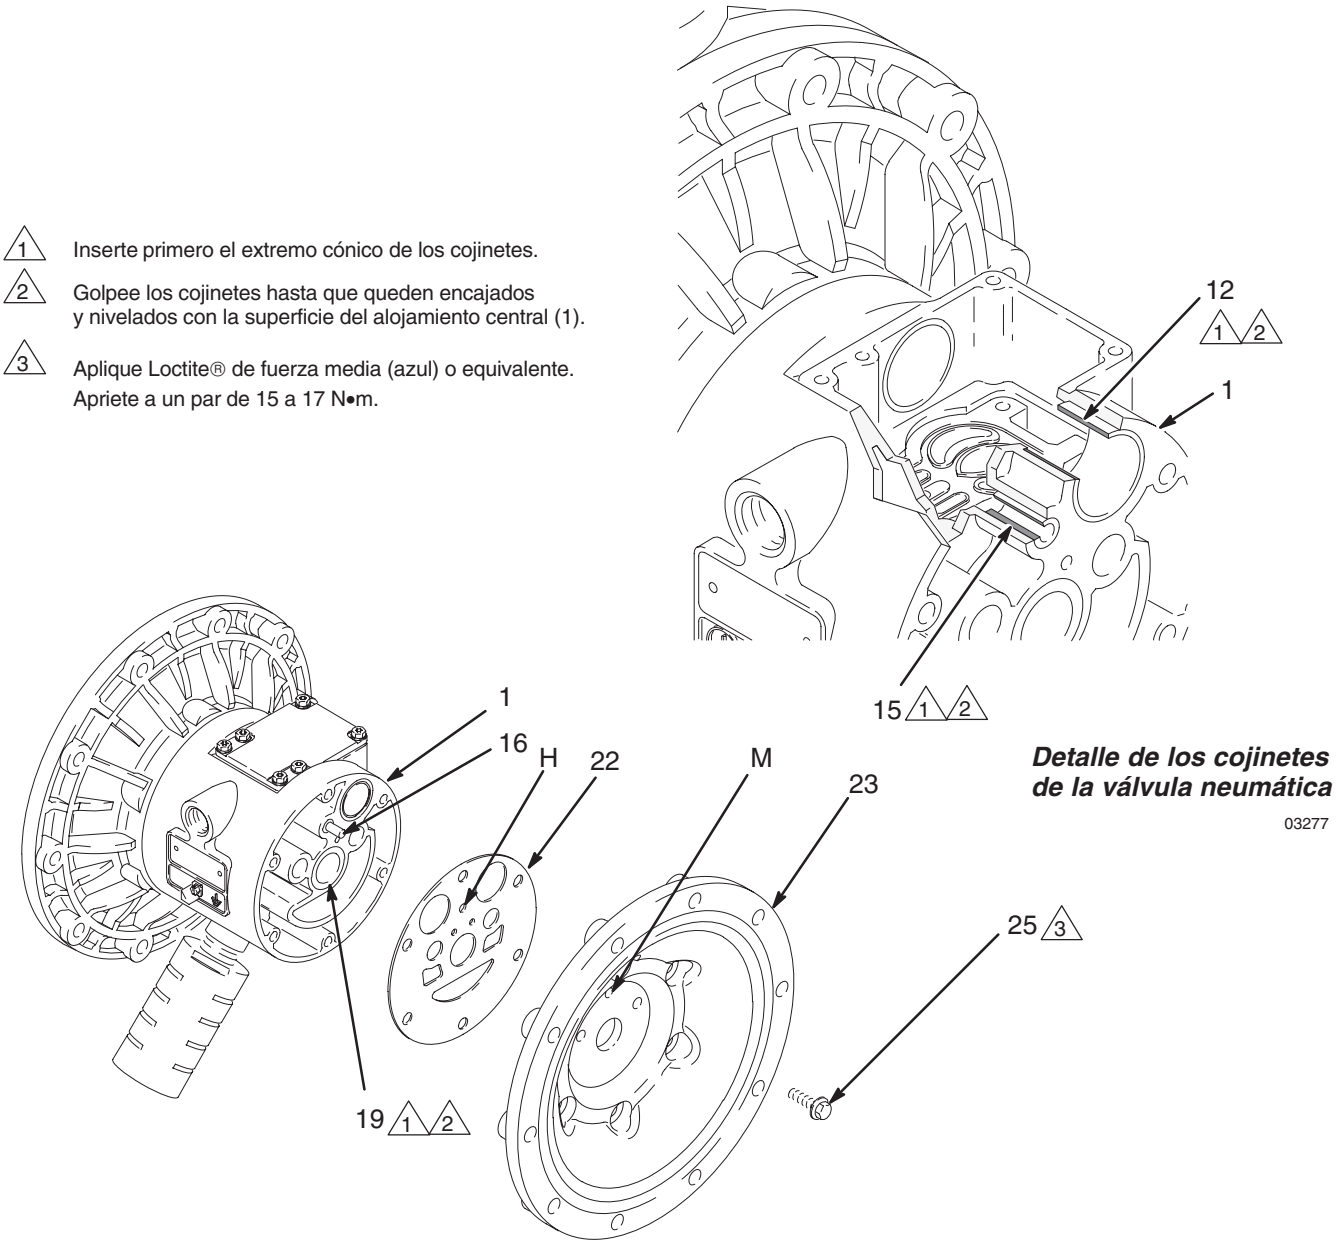

Fig. 14
5. Con una llave de tubo de 10 mm, extraiga los tornillos (25) que sujetan las tapas del aire (23) al alojamiento central (1). Consulte la Fig. 14.
6. Extraiga las juntas de la tapa del aire (22). Cambie siempre las juntas por unas nuevas.
7. Utilice un extractor de cojinetes para desmontar los cojinetes del eje de la membrana (19), los cojinetes de la válvula neumática (12) o los cojinetes del pasador de guía (15). No extraiga unos cojinetes no dañados.
1. Si se han desmontado previamente, instale las empaquetaduras en forma de cubeta en U (402*) de forma que los bordes queden orientados hacia ***fuera*** del alojamiento (1).
2. Los cojinetes (19, 12, y 15) tienen forma cónica y sólo pueden ser montados de una forma. Inserte los cojinetes en el alojamiento central (1), ***el extremo cónico primero***. Utilizando un prensador o un bloque y un mazo de goma, golpee el cojinete hasta que encaje en posición y quede alineado con la superficie del alojamiento central.
4. Alinee la nueva junta de la tapa del aire (22) de forma que el pasador de guía (16) que sobresale por el alojamiento central (1) se acople en el orificio correcto (H) de la junta.
5. Aplique Loctite® de fuerza media (azul) o equivalente, a las roscas de los tornillos (25). Alinee la tapa del aire (23) de forma que el piloto de guía (16) se acople en el orificio central (M) de los tres pequeños orificios cercanos al centro de la tapa. Instale los tornillos (25) y apriételos a mano. Consulte la Fig. 14. Apriete los tornillos de forma transversal, y por igual, a un par de apriete de 15 a 17 N•m con una llave de tubo de 10 mm.